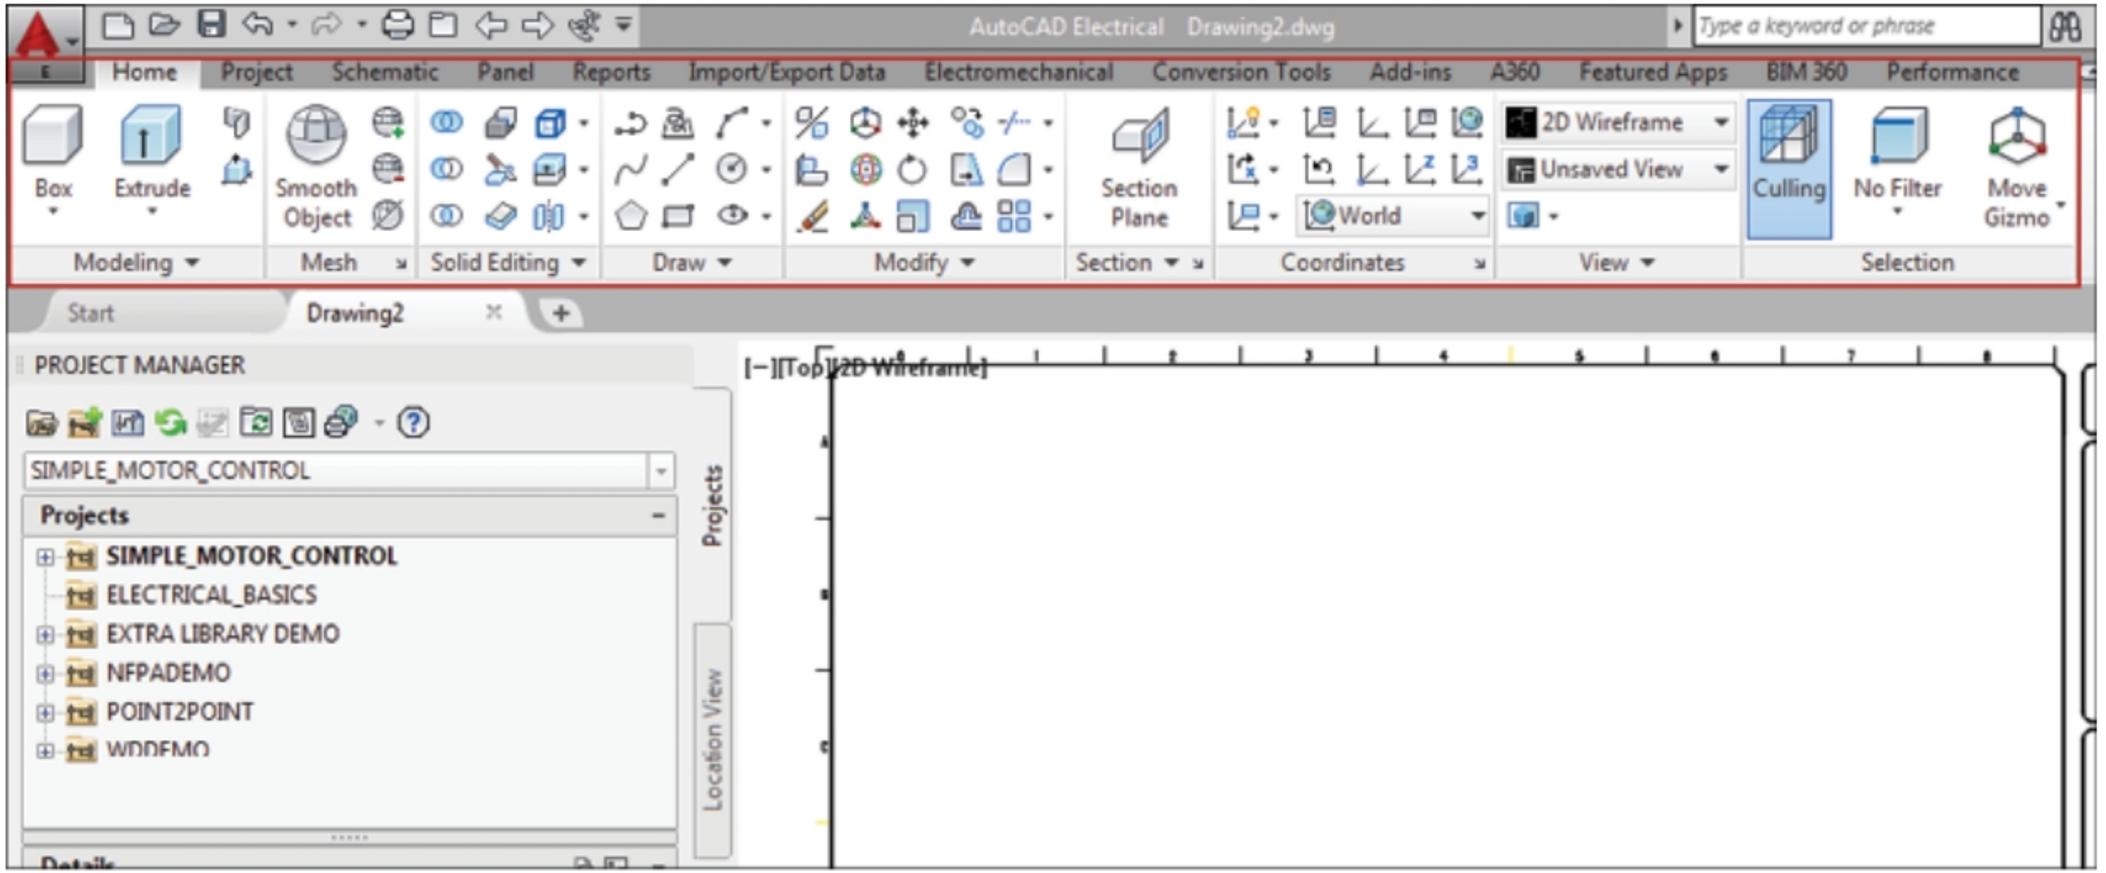

Figure-44. Home tab of Ribbon
- After starting a new document with **ACAD Electrical IEC** template, click on the **Home** tab of the **Ribbon**. The basic tools of AutoCAD will be displayed; refer to Figure-44.